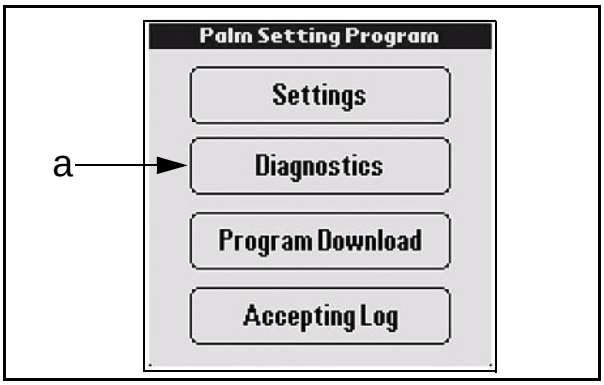

Figure 7-9 Diagnostics Mode Selection
8. On the **Palm Setting Program** main Menu Screen select the [Diagnostics] Screen Button (See Figure 7-9 a).